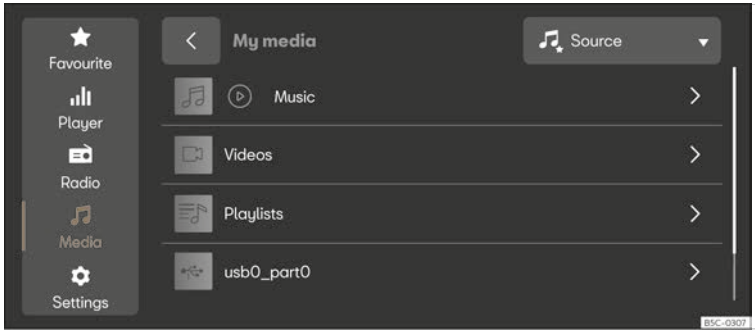

Fig. 180 Schematic representation: Media view
- Press **MENU** > ⊙ > ♫ >>> Fig. 180.